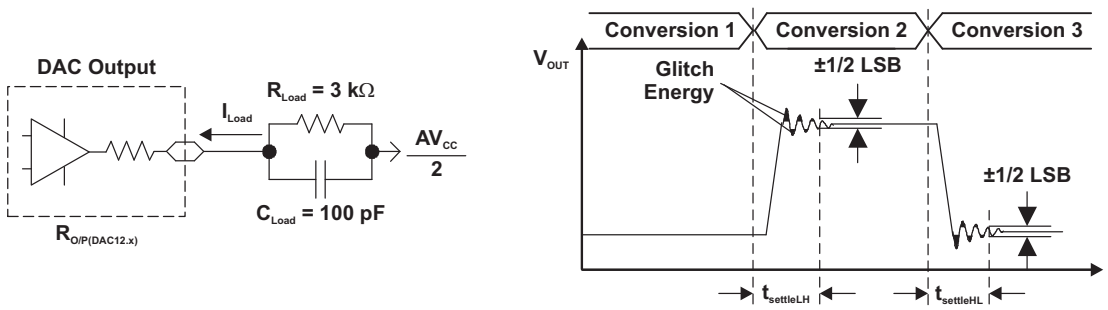
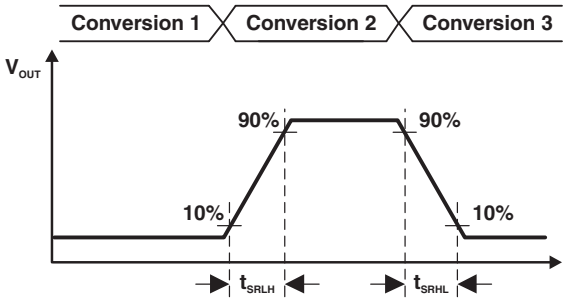

Figure 5-19. Settling Time and Glitch Energy Testing
Figure 5-20. Slew Rate Testing
$V_{REF} = V_{CC}$, DAC12IR = 1 (see Figure 5-19 and Figure 5-20), over recommended ranges of supply voltage and operating free-air temperature (unless otherwise noted)
(1) R_{Load} and C_{Load} connected to AV_{SS} (not $AV_{CC}/2$) in Figure 5-19.
(2) Slew rate applies to output voltage steps ≥ 200 mV.